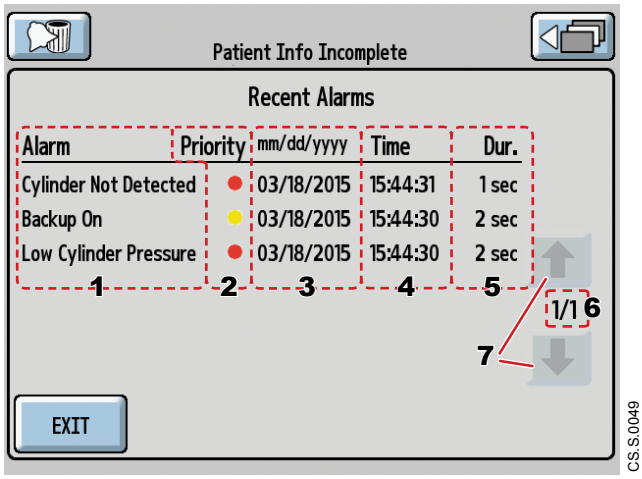

Figure 7-6 Recent Alarms screen
The **Recent Alarms screen** (see Figure 7-6) displays five columns of information:
1. Select the **Clear Recent Alarms button** (top left corner of Figure 7-6).
To return to the **Main screen** without clearing recent alarm history, select **Exit** or **the Return to Previous Menu button** (top right corner of Figure 7-6). If the user does not select a button within 30 seconds, the **Main screen** appears.